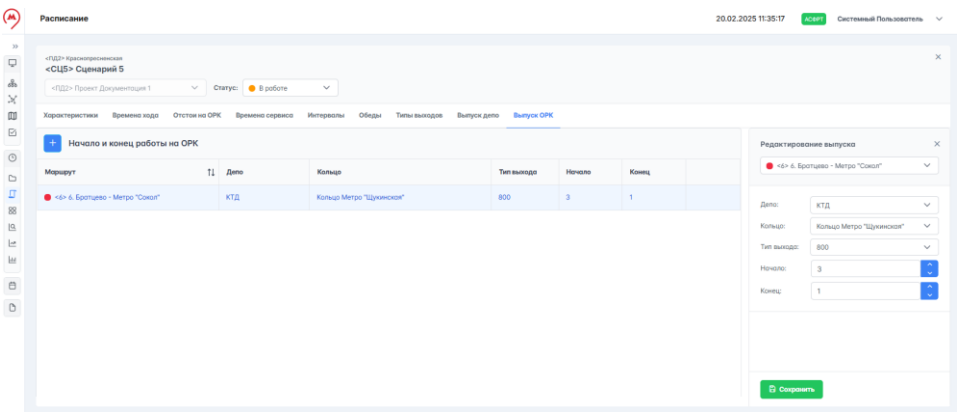

Рисунок 180 – Редактирование записи в таблице
2. Нажать на , справа откроется окно редактирования выпуска (рисунок 180).